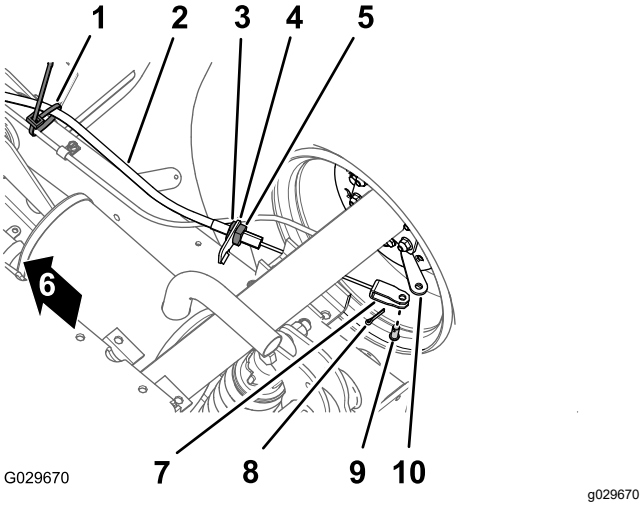

Figuur 40
1. Verwijder aan de onderkant van de machine de kabelklemband waarmee de kabel van de parkeerrem is bevestigd aan de leiding van de bedrijfsrem (Figuur 40).
2. Markeer de draairichting op de voorste contramoer voor de kabel van de parkeerrem (Figuur 40).
3. Zet de achterste contramoer los en verwijder de kabel van de beugel van de remkabel (Figuur 40).
4. Verwijder de borgpen en de gaffelpen waarmee de gaffel voor de kabel van de parkeerrem is bevestigd aan de remhendel en verwijder de kabel van de hendel (Figuur 40).
1. Leid de schroefregelaar van de kabel van de parkeerrem naar de beugel van de remkabel en de gaffel naar de remhendel (Figuur 40).
3. Lijn de schroefregelaar van de kabel van de parkeerrem uit met de beugel van de remkabel en zet de achterste contramoer vast (Figuur 40).